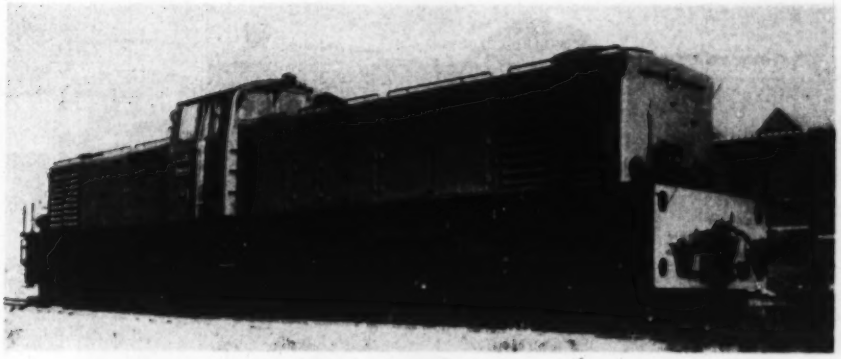
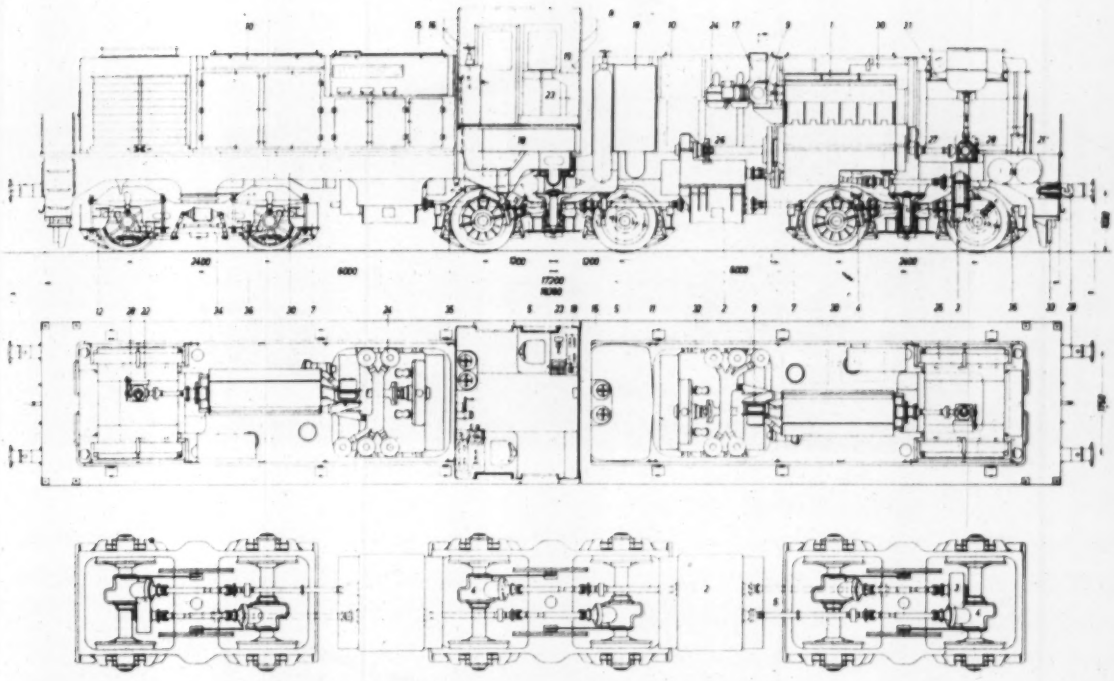

Fig. 18 Articulated-cab B-B-B unit for Algeria
Fig. 19 Sectional views of unit shown in Fig. 18
Figs. 18 and 19 illustrate an unusual design of diesel locomotive built in Germany by Krupp in which hydromechanical transmission and individual axle drive are featured. Details of design and equipment layout are shown in the three-part illustration of Fig. 19. The running gear and mechanical structure are unique in that an articulated arrangement for the two parts of the superstructure is employed and carried on the inside ends on the center truck. The individual axle drives through universal joints and Cardan shafts from the two main transmissions are shown in the lower plan view of Fig. 19. All six of the individual axle drives are independent of each other and each has its own hydraulic torque converter—three converters being provided in each of the two main transmission boxes. Two speed stages are provided and the change from one to the other is automatically performed under control of the locomotive running speed. Engine starting is accomplished by means of stored compressed air, and lighting is supplied from two small 24-volt generator-battery combinations, the generators being belt-driven by take-offs from the water-cooling fan drives. The locomotive weighs in service order 82.5 tons and can be arranged for service on track gages between meter and standard $56\frac{1}{2}$ in. Dimensional data are shown in millimeters in Fig. 19, and in English units under item 4 of Table 2.